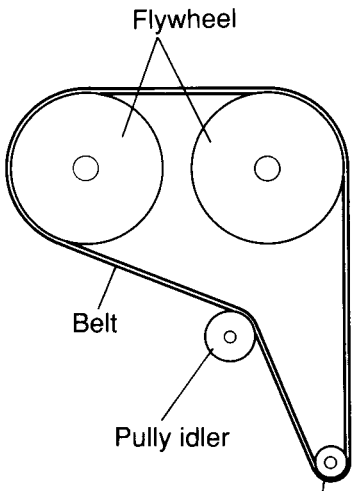

Figure 9
(1) After removing the bottom cover, remove the belt.
(2) Clean the new belt with absolute alcohol, and fix it as shown in Figure 9.